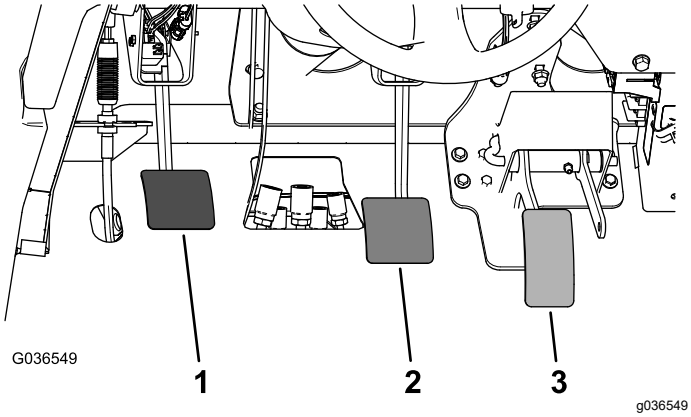

Bild 61
2. Heben Sie das Bremspedal an (Bild 61), bis es den Rahmen berührt.
3. Lösen Sie die Klemmmuttern, mit denen das Joch an der Hauptzylinderwelle befestigt ist (Bild 61).